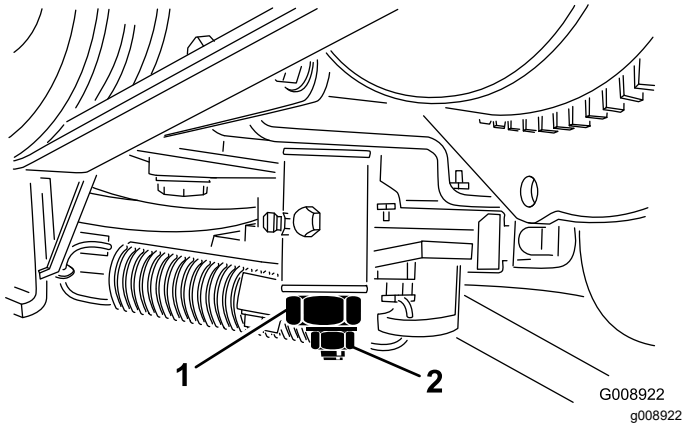

**Figure 60**
3. Desserrez le contre-écrou de la came de réglage de transmission (Figure 60).